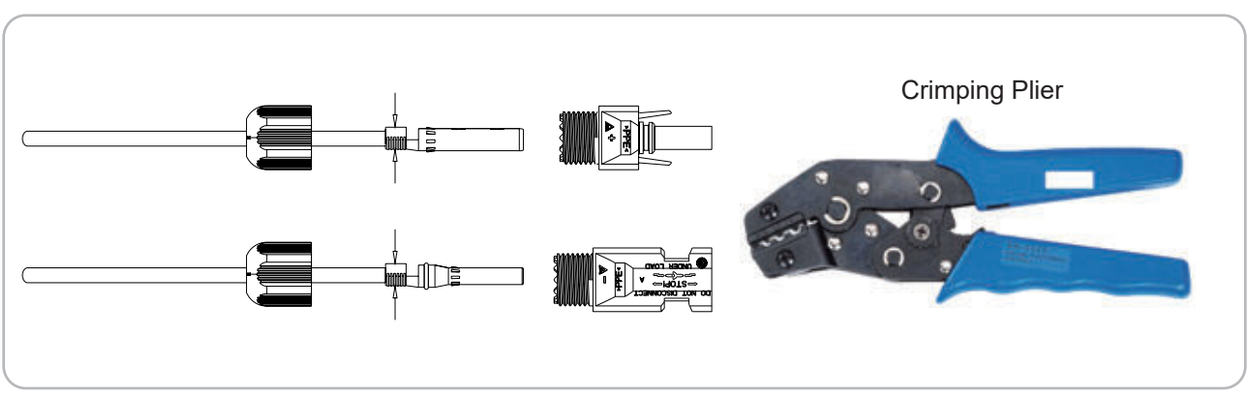

Figure 4-7
4) Insert the DC cable through the DC connector nut into the metal terminal and press the terminal with a professional crimping plier (pull back the cable with some power to check if the terminal is well connected to the cable), as shown in Figure 4-7: